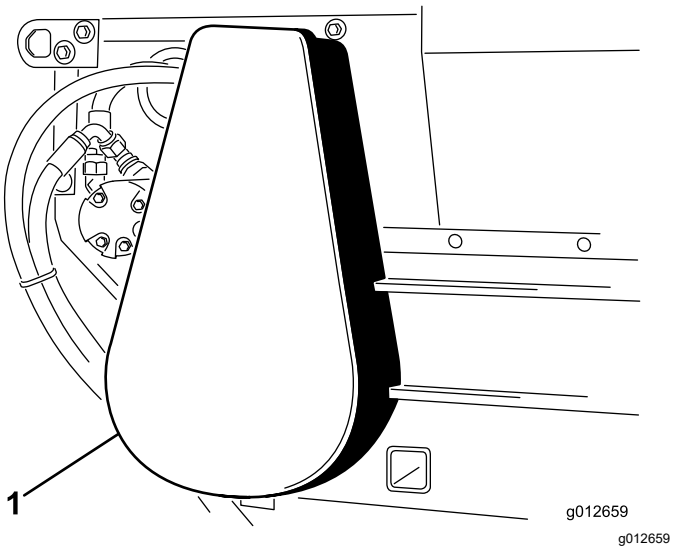

**Figur 28**
1. Ta bort kedjehuset (Figur 28).